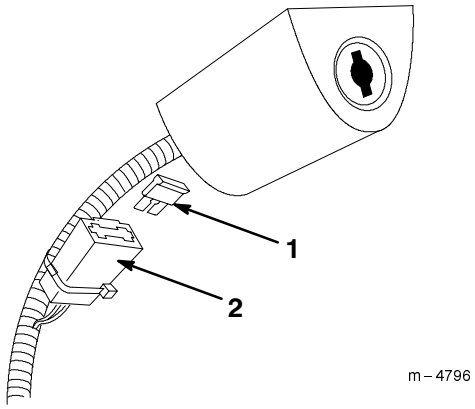

Figur 33
2. Sett inn en ny sikring slik som vist i Figur 33.